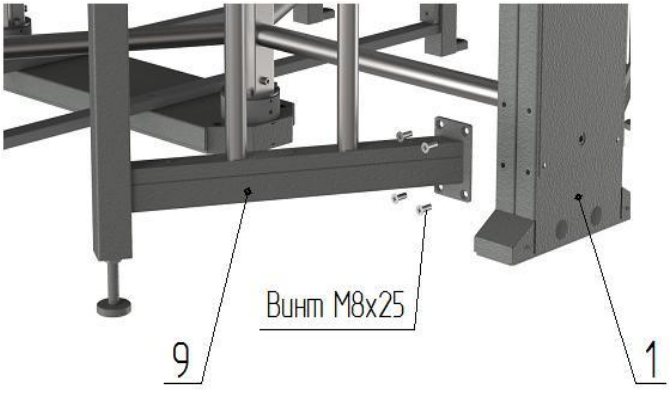

Рис. 4
– к боковым плоскостям стойки крыла прохода **1** и **2** установите ограждения **9** и **10** (предварительно заведите в отверстия стойки крыла прохода провода световых индикаторов **12**, кабели заземления) и закрепите винтами М8 (рис.4);